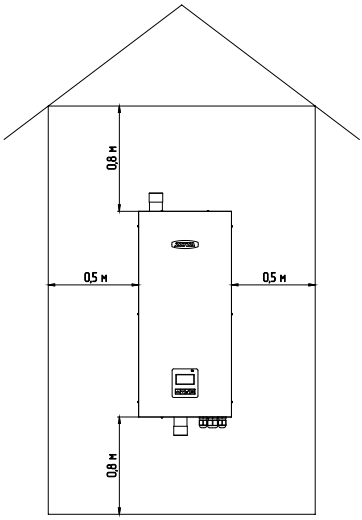

Рис. 4 Схема установки электроводонагревателя
6.2. При монтаже электроводонагревателя необходимо выдерживать минимальные расстояния до стен, пола и потолка, указанных на Рис.4. Расстояния необходимо соблюдать для удобства эксплуатации и сервисного обслуживания.